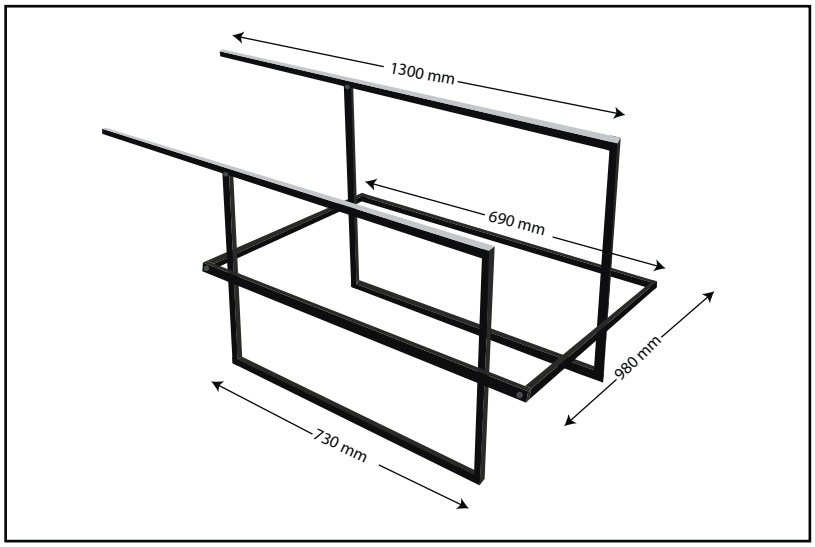

Fig: 13 Drum Frame (Front View)
- Other rods should be assembled as shown in Fig: 13 . First attach the four rod of 630 mm with two 980 mm rod.